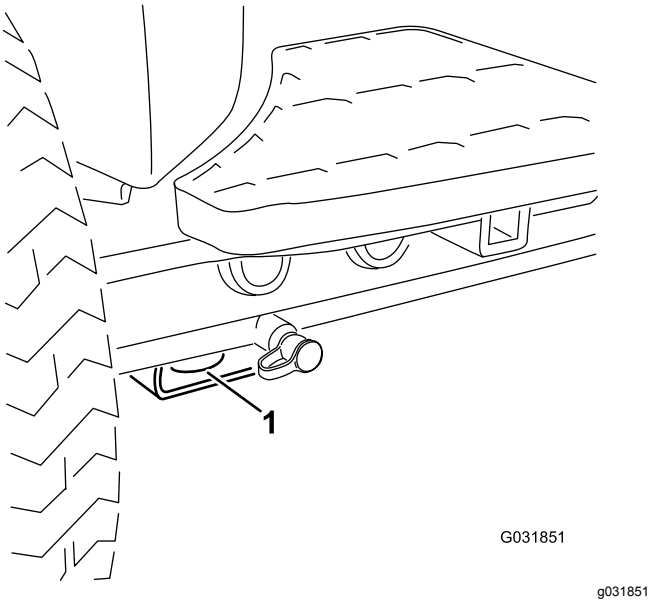
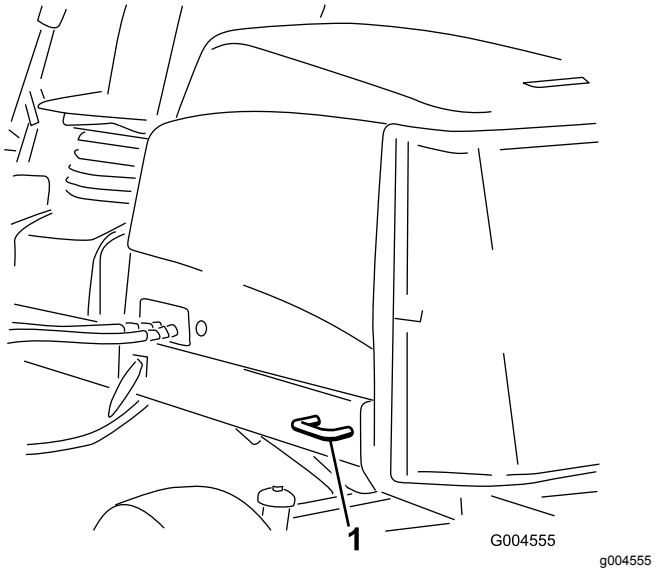

**Figur 69**
**Figur 70**
- Fastgør maskinen forsvarligt. Både de forreste og bageste stropper bør føres ned og udad fra maskinen; Se Figur 69 og Figur 70.
- For – hullet i den rektangulære plade, under akselrøret, indvendigt i forhold til hvert fordæk (Figur 69)
- Bag – på begge sider af maskinen på bagstellet (Figur 70)